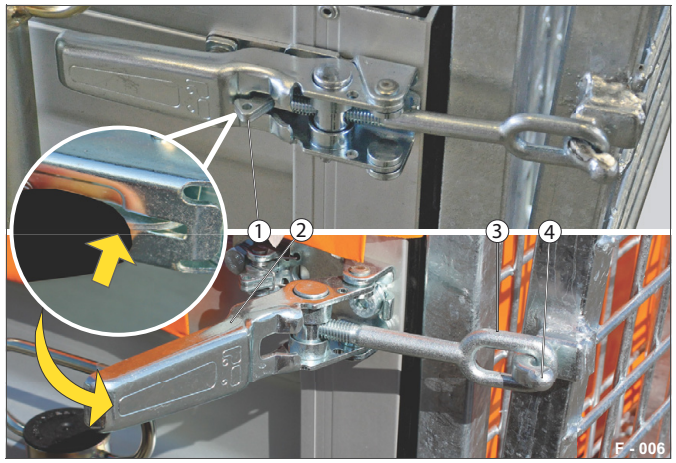

Abb. 10 Uzávěr pojezdové stěny
▶ Zatlačte na pojistnou západku (Abb. 10/1).
▶ Zatáhněte za rychloupínací páku (Abb. 10/2) a uvolněte oko (Abb. 10/3) z háčku (Abb. 10/4).